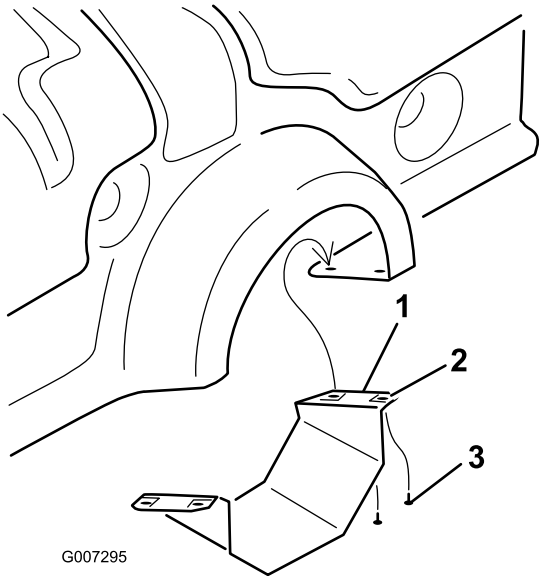

**Figur 7**
1. Endast på ProCore 864: ta bort det nedre kraftuttagsskyddet (Figur 7).